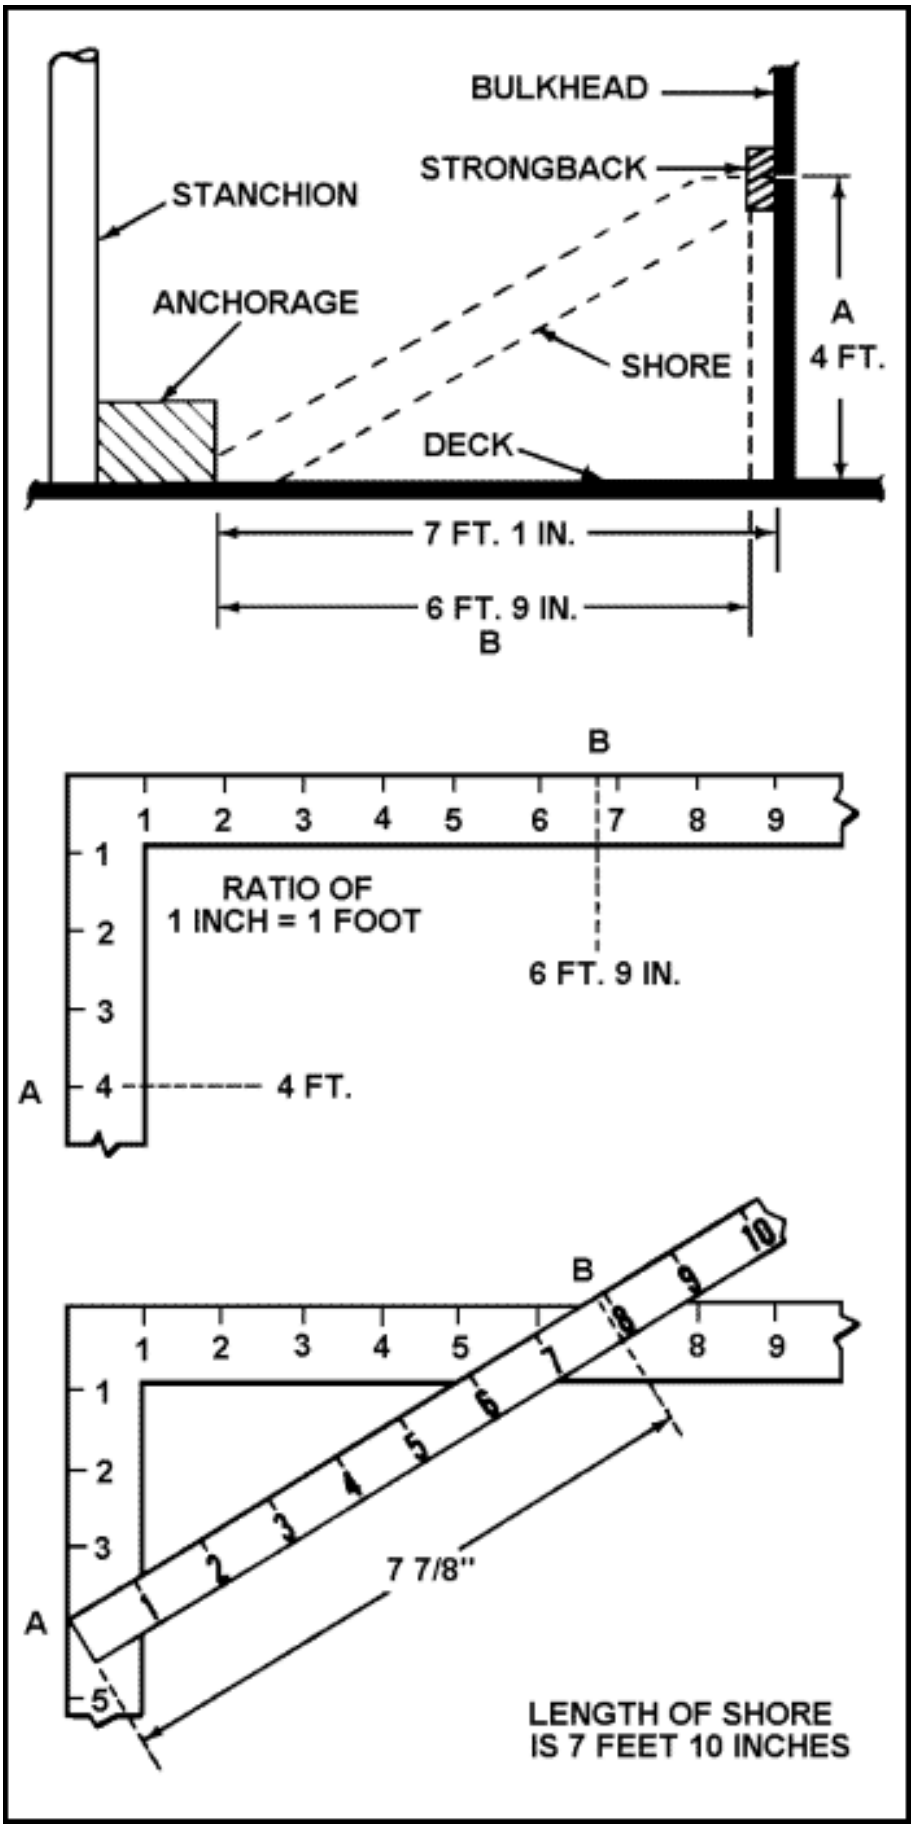

Figure 22-9. Measuring Length of Shore
- Measure the diagonal distance between A and B. Figure 22-9 shows this distance as 7 7/8 inches. Because of the 1 inch to 1 foot ratio, the distance in feet would be 7 7/8 feet or 7 feet 10 1/2 inches.